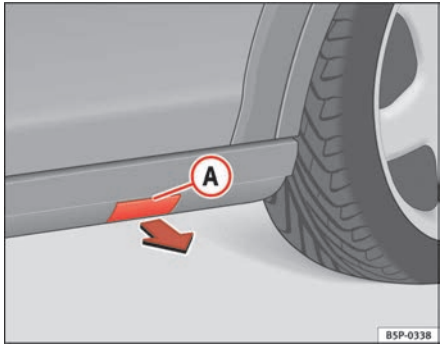

Fig. 174 Plastic skirting with jack allotment cover
– Remove the cap (A) to access the anchor point for the vehicle jack ⇒ fig. 174.
– Pull on the cover and remove it from its allotment in the direction of the arrow ⇒ fig. 174.